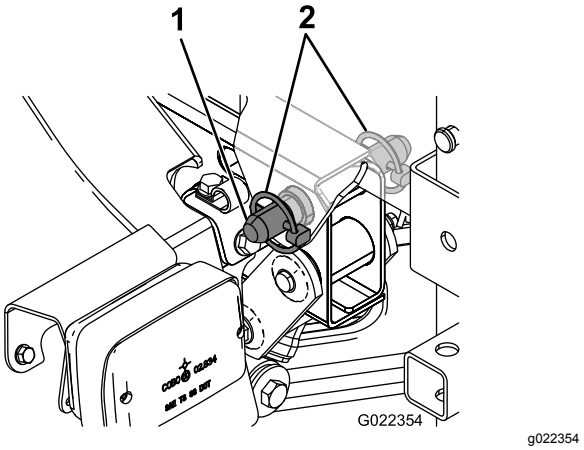

Figur 13
6. Rikta in hålen i tappfästena på baksidan av tankplattformen med hålen i flakets vridbara rör i änden på fordonets ram (Figur 13).
7. Montera en konisk sprintbult och två hjulsprintar vid tappfästet så att tankplattformen hålls fast mot ramen (Figur 13).